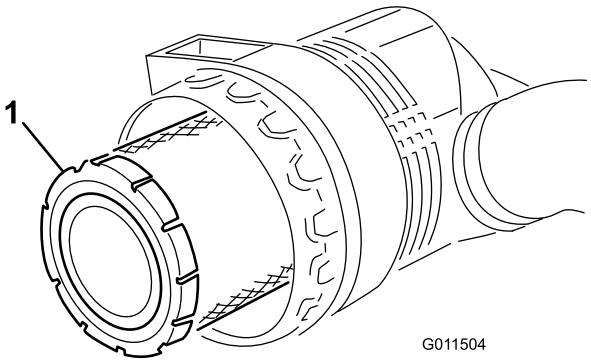

Figuur 47
3. Verwijder het voorfilter (Figuur 47). Het wordt afgeraden het gebruikte element te reinigen omdat dit kan leiden tot beschadiging van de filtermedia.
4. Plaats het voorfilter terug (Figuur 47).